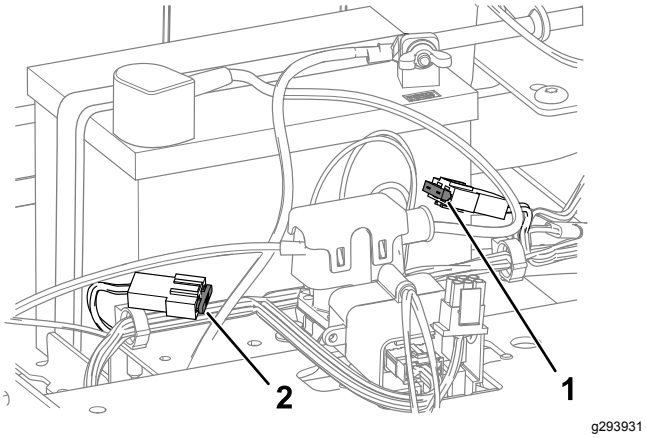

Figur 49
4. Hvis du vil bytte en sikring, kan du trekke ut sikringen for å fjerne den (Figur 49).